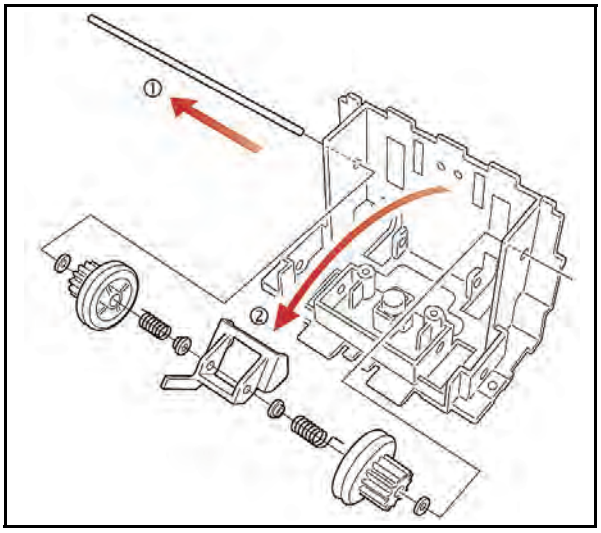

Figure 4-25 Upper Long Shaft and Gear Removal
3. Pull the upper long gear shaft out and remove the two gears, shaft springs, bushings, polly sliders and actuator it supported (See Figure 4-25 ① and ②).